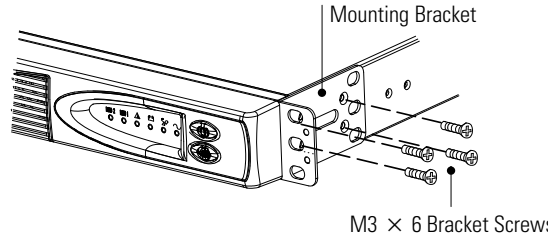

**Figure 6. Mounting Bracket for a 19” Rack**
2. On each side of the UPS, attach the long end of a mounting bracket to the UPS using four of the M3 × 6 screws (see Figure 6).